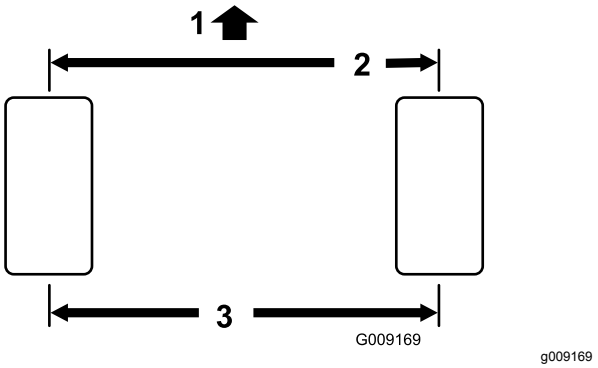

**Figuur 70**
1. Meet de afstand hart-op-hart van het toespoor (ter hoogte van de assen) aan de voorzijde en de achterzijde van de stuurwielen. De afstand aan de voorzijde moet 3 mm korter zijn dan de gemeten afstand aan de achterzijde (Figuur 70).